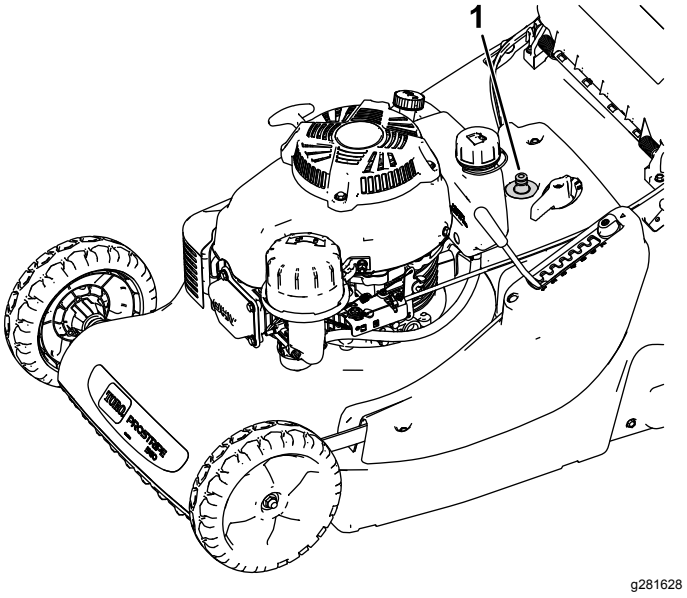

Figuur 20
7. Bevestig een tuinslang die aangesloten is op een kraan aan de wasaansluiting (Figuur 20).